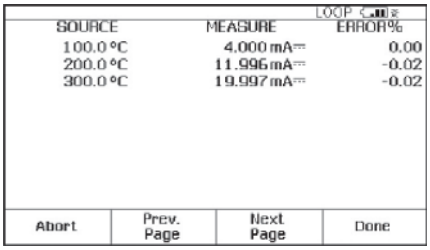

图 10.
12. 完成调整后，选择“As Left”(调整后)、“Done”(完成)和“Autotest”(自动测试)。观察 0-50- 100 % 评估。如果调节成功，测试后汇总屏幕中的所有误差都应为正常显示(或小于 0.25 %)(图 10)。